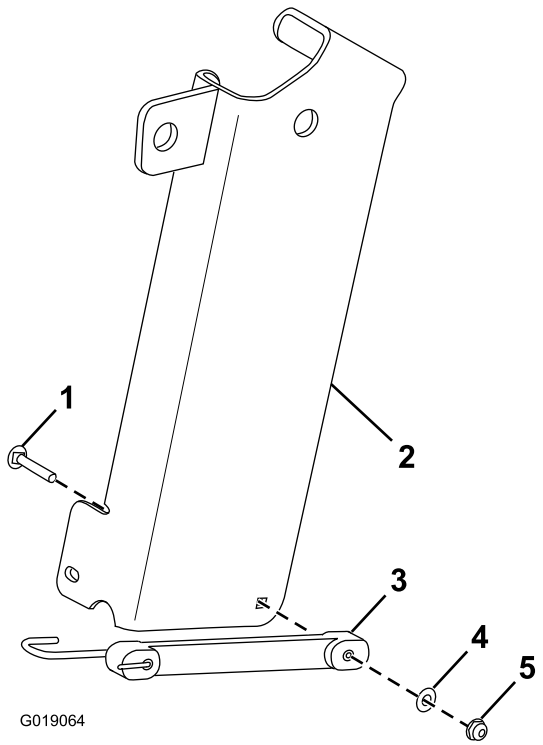

図 1
1. ジャッキ保管ブラケットにバンジーを固定する；キャリッジボルト、平ワッシャ、六角フランジナットを使用する（図 1）。